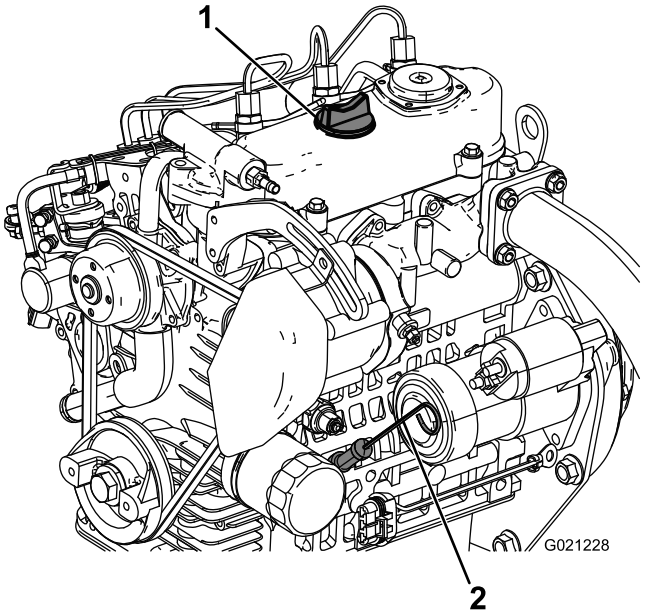

Figur 15
2. Ta ut peilestaven (Figur 15) og tørk den med en ren fille.
3. Sett peilestaven inn i røret, og pass på at den når helt ned (Figur 15).
4. Fjern peilestaven, og sjekk oljenivået (Figur 15).
5. Hvis oljenivået er lavt, må du ta av tanklokket (Figur 15) og fylle på nok olje til at nivået når opp til Full-merket på peilestaven.
6. Sett peilestaven på plass (Figur 15).